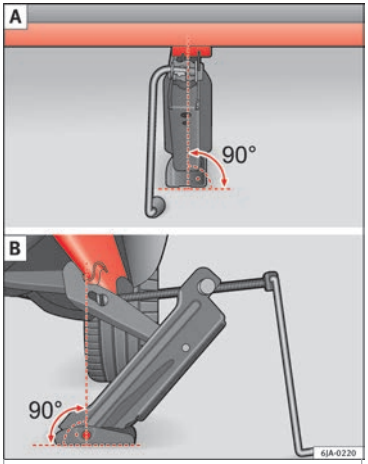

Fig. 64 Fitting the jack.
- Adjust the jack so that its claw surrounds the jacking point on the door sill ››› Fig. 64 - B underneath the stamp.
- Make sure that the base of the jack is entirely supported on a flat surface and that it is vertical ››› Fig. 64 to the point where the claw surrounds the jacking point on the door sill.